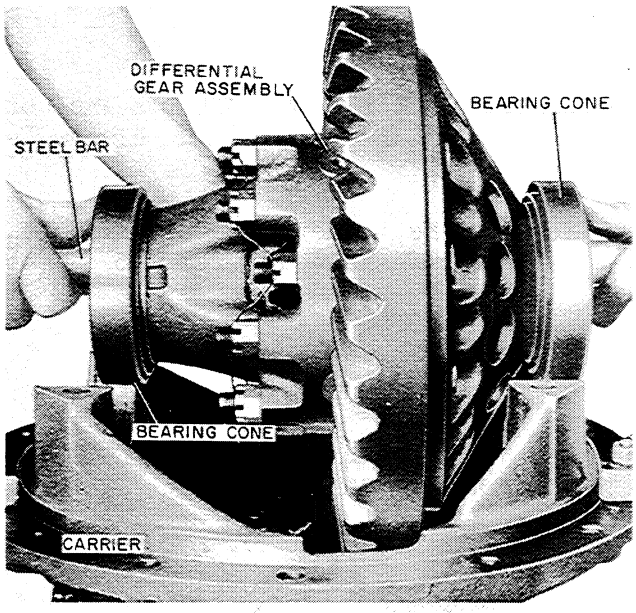

Figure T-33
6. Now lift the differential gear assembly out of the carrier, Figure T-33. Note: Raising the differential assembly out of the carrier can be facilitated by slipping a steel bar through center of the differential and using the ends of the bar as handles, Figure T-33.